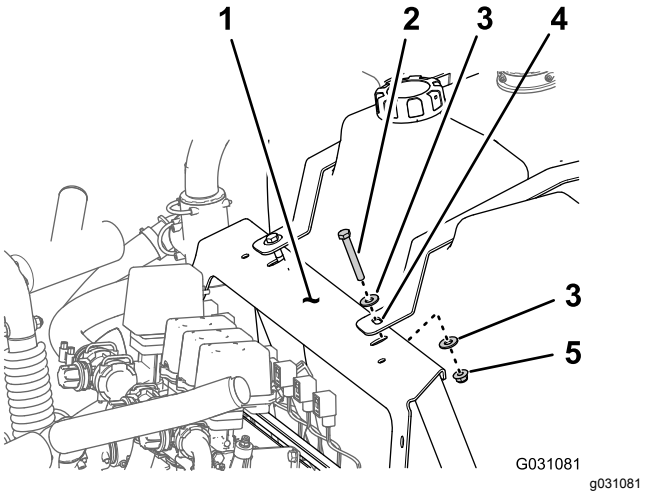

Figur 98
A. Fjern boltene (⅜" x 2¾"), flangelåsemøtrikken (⅜") og spændeskiverne (⅜"), der fastgør remmene til skylletanken på manifoldbeslag (Figur 98).